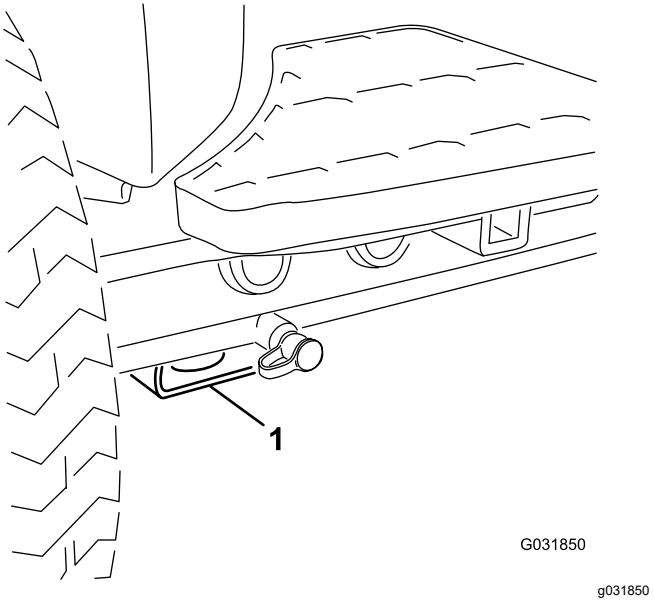

Rysunek 74
- Z przodu – prostokątna płytka, pod pochwą osi, wewnątrz każdej z przednich opon(Rysunek 74).